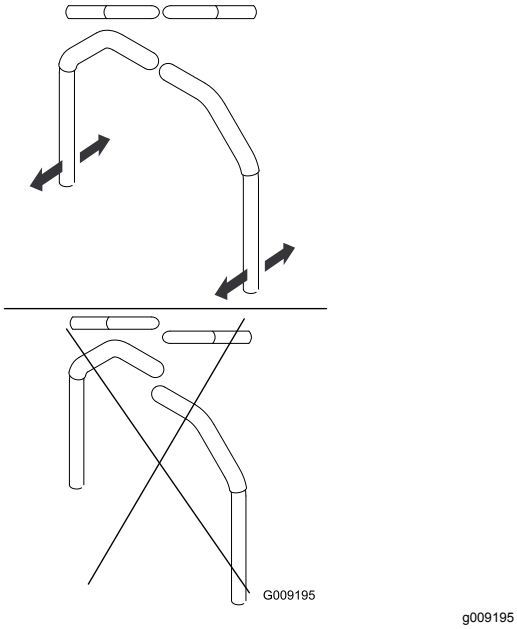

Figur 99
4. Innrett foran-til-bak-stilling for spakene ved å bringe dem sammen til NØYTRAL stilling og føre dem til de er innrettet. Stram deretter boltene (Figur 99).